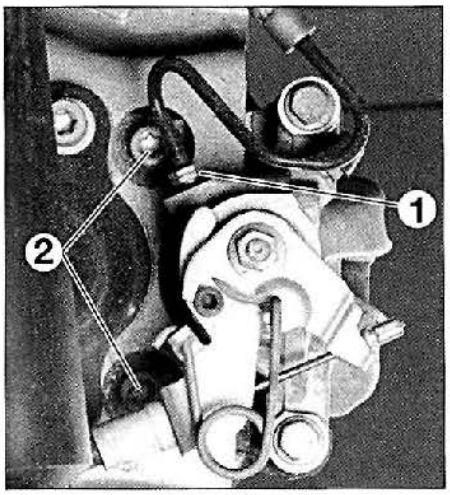

FIG. 11
- Aflojar el rácor (1) del tubo de freno en la pinza **(fig. 11)**.
- Desmontar los tornillos (2) **(fig. 11)** y el soporte de pinza.
- Desmontar los tornillos (2) **(fig. 11)** y la pinza de freno con su soporte.